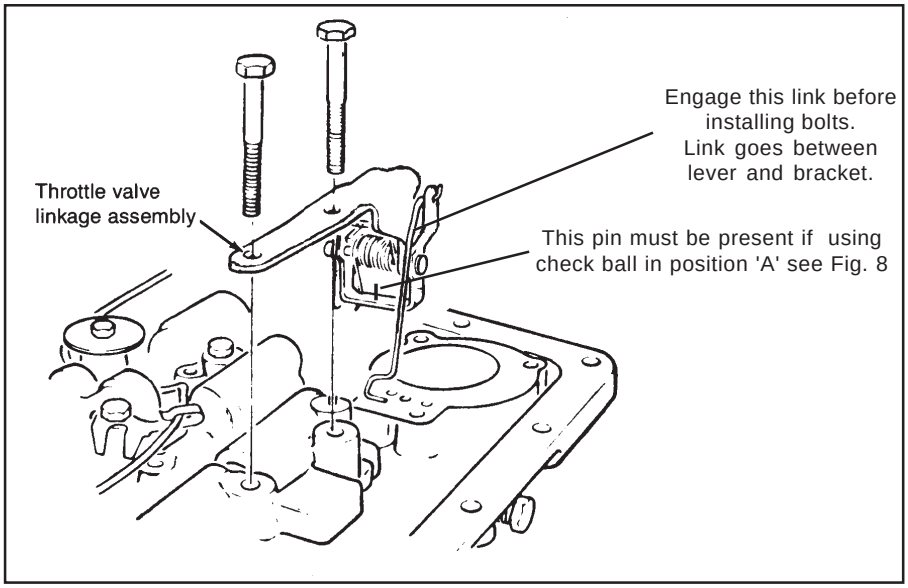

Figure 12
STEP 16. Street Only; Remove the spring and piston from the 1-2 accumulator housing **(See Fig. 12.)** Install both the **BLUE** and the **RED** spacers over the pin, then the piston (notice orientation.) No spring is used for **Street** level performance.
STEP 20. Install the throttle valve (TV) linkage onto the valve body as shown **(See Fig. 12.)** Engage the cable link with the large lever first. Hold the large lever up and the smaller one down. Then slip the assembly into position aligning it with the hold down bolt holes and engage the roll pin in the slot on the bracket. Insert bolts and tighten to 11 NM (8 Lb. Ft.) then make sure large lever operates freely. **IMPORTANT:** The TV cable MUST be reset before operating vehicle refer to step 24.